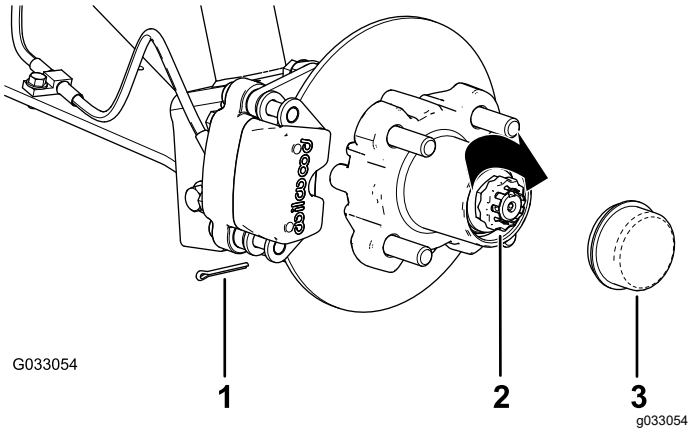

Figur 34
8. Montera hållaren över muttern och kontrollera inriktningen mellan skåran i hållaren och hålet i spindeln för saxpinnen (Figur 34).
9. Montera saxpinnen och böj benen runt hållaren (Figur 34).
10. Montera dammkåpan på navet (Figur 34).